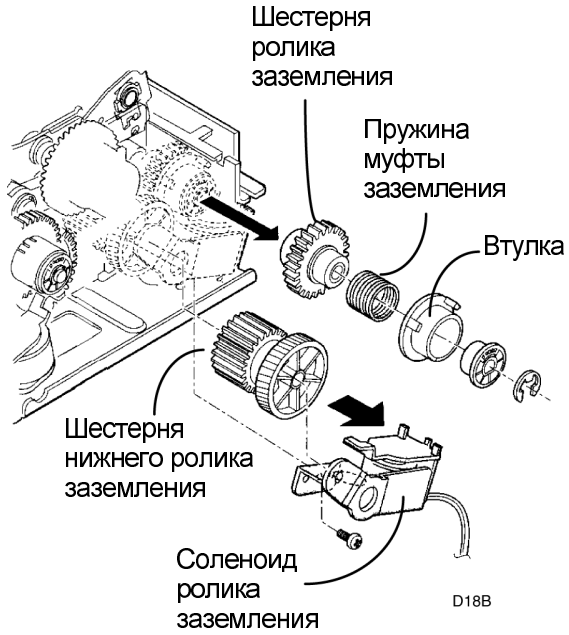

Рисунок 1. Снятие муфты ролика заземления
2. (Рисунок 1): Снимите муфту ролика заземления.